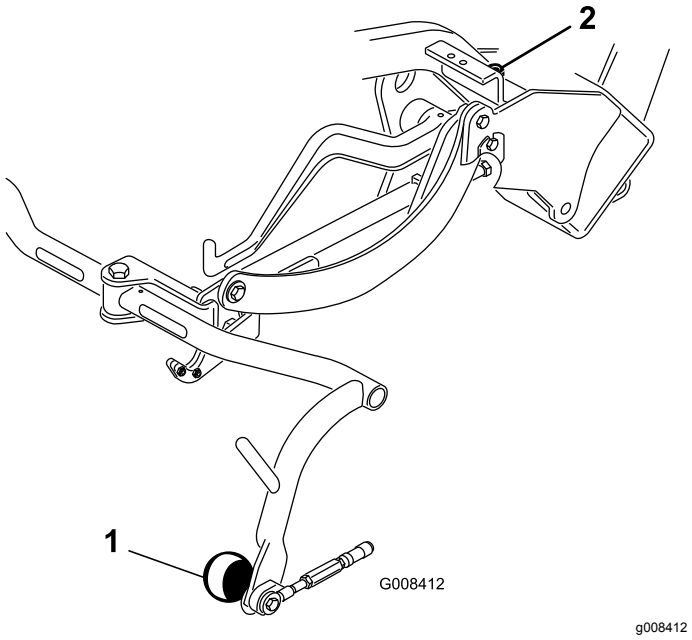

Figur 9
4. Hvis afstanden skal justeres, skal du løsne kontramøtrikken på bærerammens stopskrue (Figur 9) og dreje skruen op eller ned for at hæve eller sænke bærerrammen. Stram kontramøtrikken for at sikre justeringen.